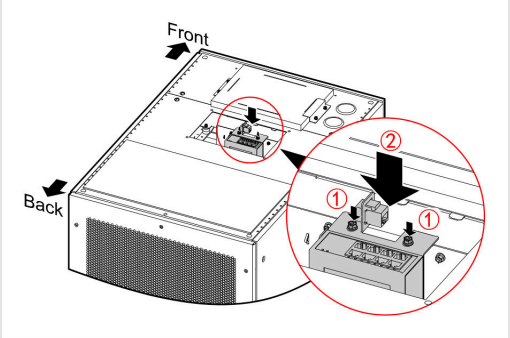

FIGURE 3-37 Step 4 — refit the device
4. Refit the assembled networking device (Figure 3-37).